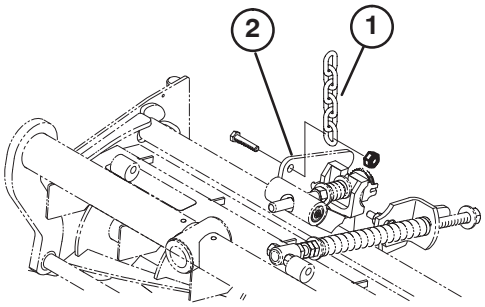

Bild 5
12. Nehmen Sie die Mutter ab, mit der die Befestigungshalterung der Rasenkompensierungsfeder am Stabilisatorohr des Mähwerks befestigt ist (Bild 5). Setzen Sie die Kippkette auf die Kopfschraube und befestigen Sie diese mit der entfernten Mutter.